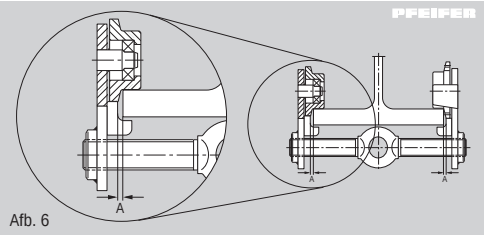

Afb. 6
6. Door opnieuw aan de bout te draaien, wordt de juiste afstand „A“ van de looprollen tot de flens van de ligger ingesteld (tab. 1, Afb. 6).